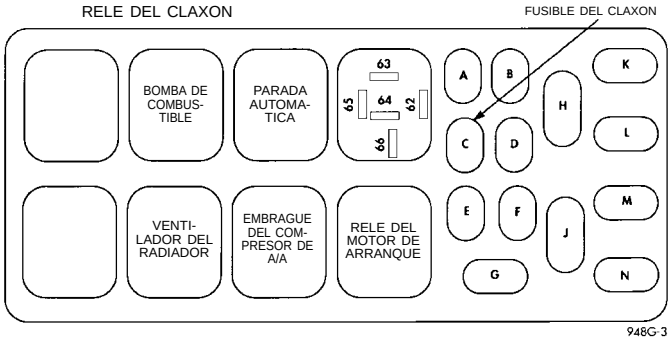
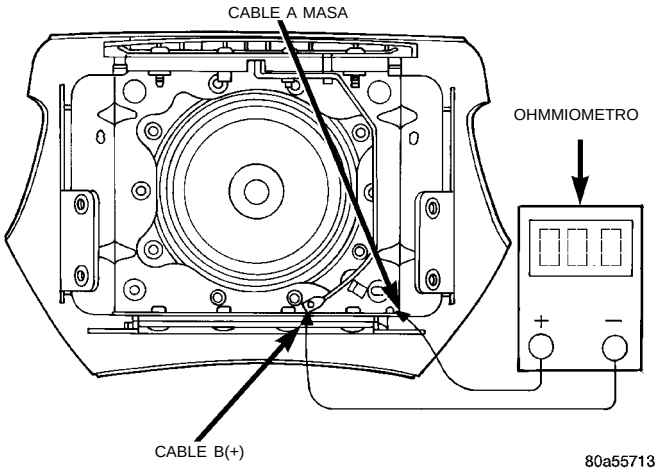

Fig. 5 Centro de distribución de tensión
Fig. 6 Prueba del conmutador del claxon — Módulo del airbag del conductor
(1) Retire el relé del claxon del Centro de distribución de tensión.
(2) Utilizando un ohmiómetro, conecte un cable a masa y el otro cable a la cavidad 65 del Centro de distribución de tensión (Fig. 5).
(3) Al pulsar el conmutador del claxon, debería haber continuidad. Si no hay continuidad, diríjase al Paso 4.
(4) Pruebe la continuidad en el conmutador del claxon, retire el Módulo del airbag del conductor. Consulte los procedimientos de Montaje y desmontaje del Módulo del airbag del conductor.
(5) Utilizando un ohmiómetro, conecte un conductor a la masa del Módulo del airbag del conductor y el otro al cable B(+) (Fig. 6).
(6) Pulse el conmutador del claxon u el contador debería mostrar continuidad. Si no hay continuidad, reemplace el Módulo del airbag del conductor. Si hay continuidad, repare según sea necesario.
(1) Retire la cubierta del Centro de distribución de tensión y localice el relé del claxon.
(2) Retire el relé del claxon (Fig. 5).